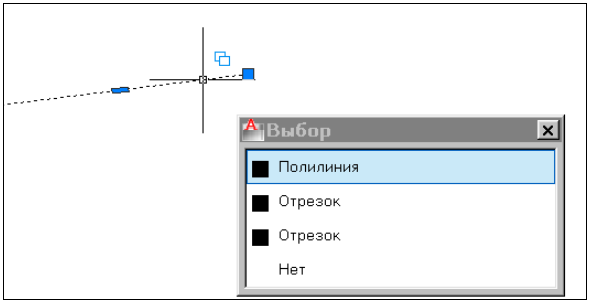

Рис. 4.30. Диалоговое окно **Выбор** при обнаружении наложенных объектов
При выборе объектов непосредственным указанием (щелчком на примитиве) вы можете столкнуться с тем, что на нужный вам объект наложены еще какие-то объекты. Для разрешения данной проблемы в версии 2011 был введен режим циклического выбора (он был упомянут в *главе 2*). В строке режимов ему соответствует кнопка **ЦВ** (SC) или (см. рис. 1.9). Если при выборе под курсором оказываются наложенные друг на друга примитивы, то система сигнализирует об этом значком , который выводится правее и выше курсора. А после щелчка для выбора объекта при включенном режиме **ЦВ** (SC) система выводит окно **Выбор** (Selection) (рис. 4.30), в котором необходимо отметить тип объекта.